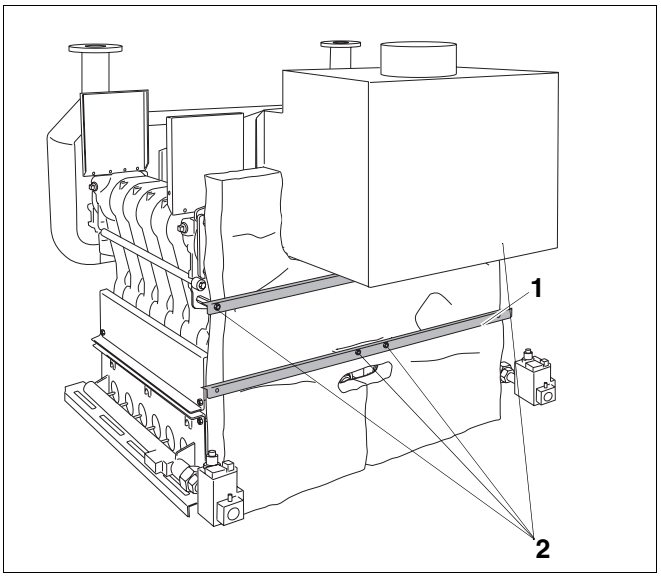
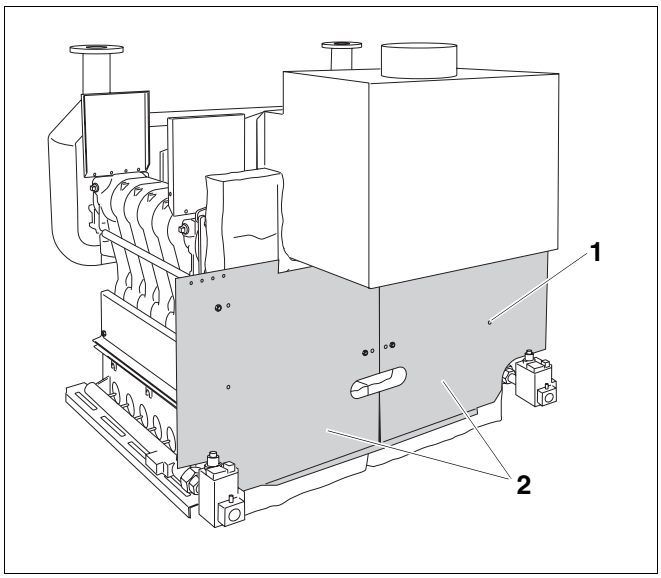

Afb. 47 L-profielen bevestigen
Afb. 48 Rugwanden monteren
De twee L-profielen (afb. 47, **pos. 1**) bevinden zich in de verpakkingseenheid Pack A.
- Schuif de beide L-profielen (afb. 47, **pos. 1**) met de omgeplooide zijde naar boven op de afstandspennen M8 x 75 (afb. 47, **pos. 2**).
- Schroef de moeren M8 met de schijf erop geperst op de afstandspen M8 x 75 (afb. 47, **pos. 2**) en bevestig de L-profielen.
- Schuif de rugwanden (afb. 48, **pos. 2**) op de afstandspennen M8 x 75 (afb. 47, **pos. 2**, pagina 41).
- Schroef de rugwanden (afb. 48, **pos. 2**) met schroeven met vlakke kop 3,9 x 9,5 (afb. 48, **pos. 1** – 4 stuks per rugwand) aan de L-profielen.